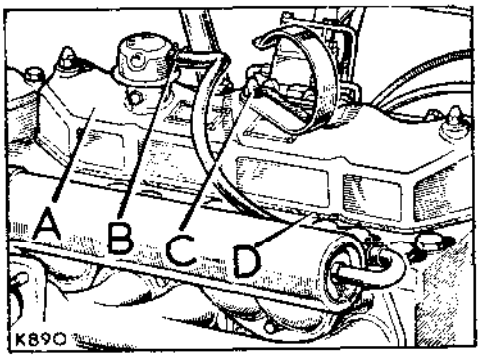

**Fig. A2-70. Engine top cover**
8. Refit the engine top cover, Fig. A2-70 refers.